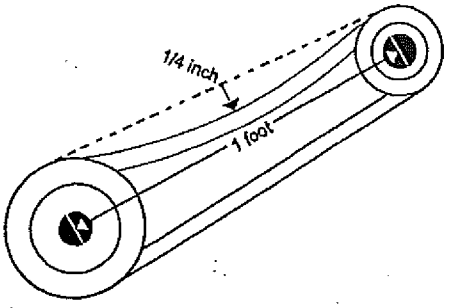

Figure 1
b. Slide motor plate back until proper tension is reached. For proper tension, a deflection of approximately 1/4" per foot of center distance should be obtained by firmly pressing the belt. Refer to Figure1.